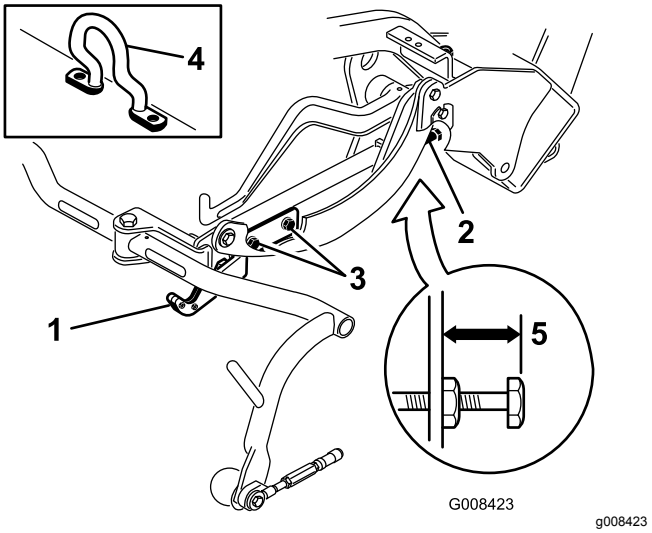
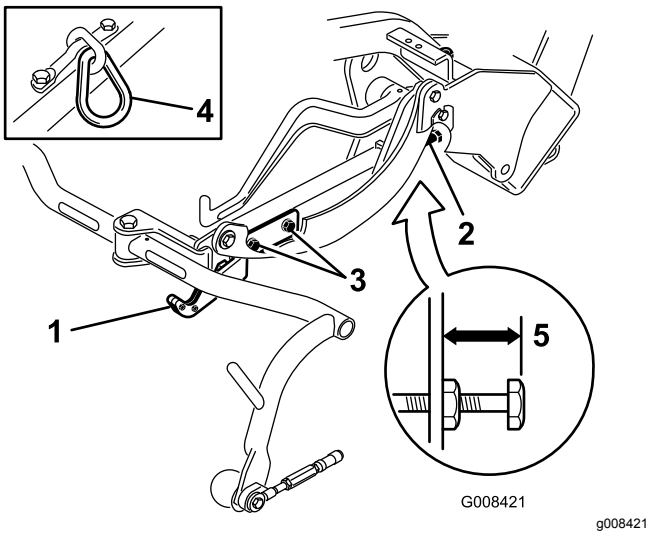
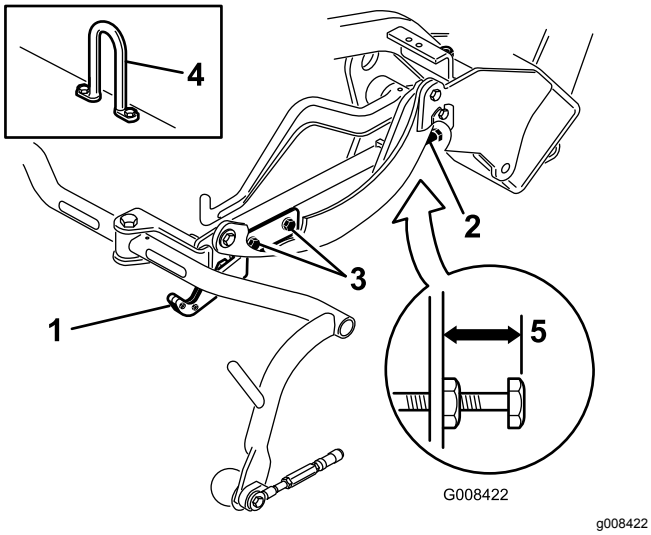

Figur 12
Figur 13
Figur 14
Kontrollera transporthöjden (Figur 13 och Figur 14) och justera den vid behov.
2. På klippenheter som är utrustade med böjd lyftkrok (Figur 12, infällning) ska du kontrollera att avståndet från ovansidan av bärramsjusteringsskruven till baksidan av bärramen är 25 mm. Gå till steg 4 om avståndet inte är 25 mm.
3. På klippenheter som är utrustade med kedjelänk eller rak lyftkrok (Figur 13 och Figur 14, infällningar) ska du kontrollera att avståndet från ovansidan av bärramsjusteringsskruven till baksidan av bärramen är 22 mm. Gå vidare till steg 4 om avståndet inte är 22 mm. Gå vidare
till nästa steg om klippenheten är utrustad med böjd lyftlänk (Figur 12).
4. Lossa på den främre transportplattans monteringsskruvar (Figur 13, Figur 14 och Figur 12).
7. Lossa på kontramuttern på bärramsjusterings-skruven om bärramarna inte befinner sig på samma höjd (Figur 12, Figur 13 och Figur 14). Rotera skruven utåt för att höja, och inåt för att sänka. Dra åt kontramuttern när du uppnått rätt höjd.